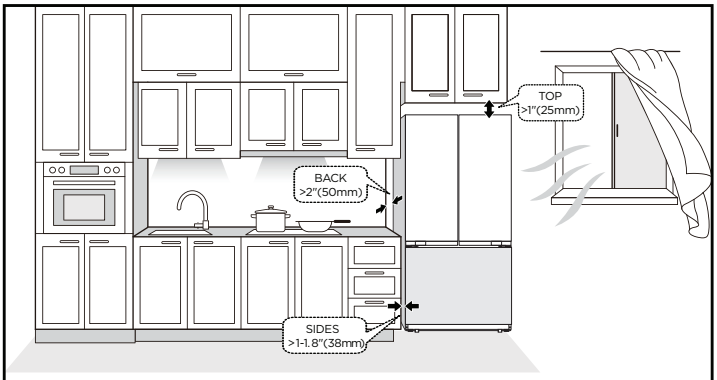

Figure 1
- Inadequate clearance from adjacent items may result in the degradation of freezing capability and increased electricity costs. When installing the appliance, maintain the clearance as shown in the figure. However, if your appliance needs to be placed against a wall on the sides, ensure that there is a clearance of more than 1-1.8” (38mm) between the sides of the unit and the wall. See Figure 1.